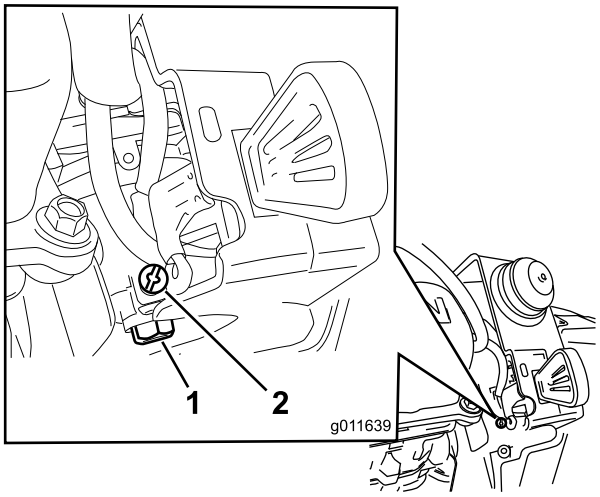

Figur 31
A. Skru løs, men ikke fjern, den lille skruen på siden av forgasserens drivstoffsbolle (Figur 31) helt til drivstoffet begynner å tappe fra forgasseren. Tapp drivstoffet på en godkjent drivstoffkanne.